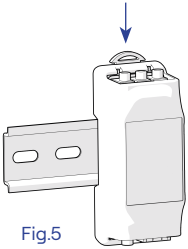

Fig.5
4. La CT box (codes : PM02M, PM02T, PM02T100) peut être fixée sur un rail DIN, en la verrouillant en tirant et relâchant le crochet prévu à cet effet (Fig. 5). La CT box compacte (codes : PM03M, PM03T30, PM03T100) peut être simplement placée librement à l'intérieur du tableau électrique.